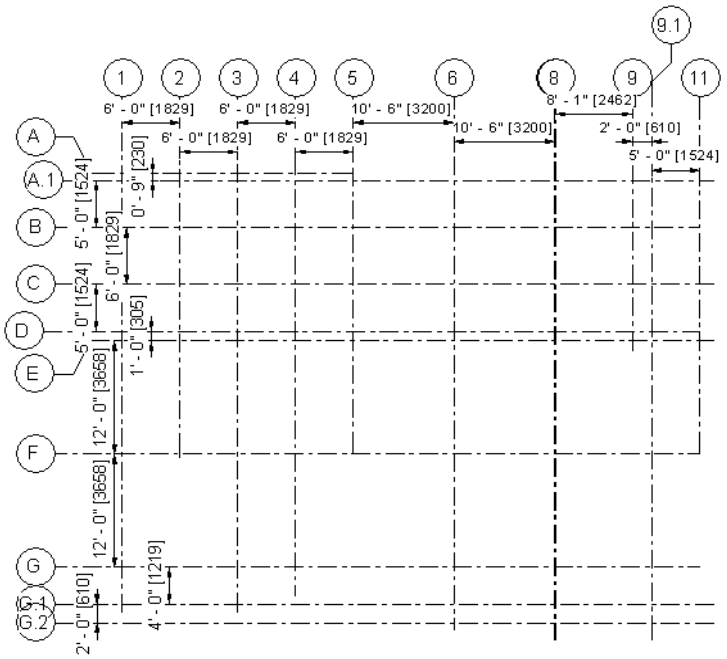

Figure 3-66 *The grid lines with new names for the Academic Institution structure*
In this exercise, you will create project information for the project created in the Exercise 1 of Chapter 2. Further, you will add levels and grids to the project file. Refer to Figure 3-66 for grid dimensions and names. Use the following project specifications:
7. Grids to be added to the **Entry** project view using the dimensions and names as shown in Figure 3-66.